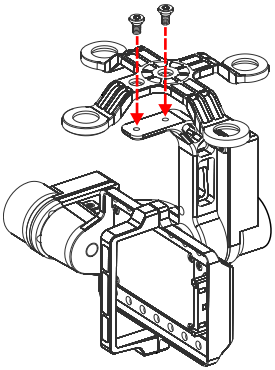

Fig.5
4. Serrer les vis M2.5x5 pour fixer la nacelle sur la plaque inférieure de l'amortisseur. Voir Fig.4 or Fig.5, sélectionnez l'une des étapes selon la position du pas de vis.